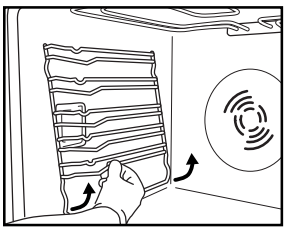

Rys. 3
1. Wyjąć boczne prowadnice półek (Rys. 3).
2. Wyjąć boczne prowadnice półek, jeśli urządzenie jest w nie wyposażone (Rys. 3).